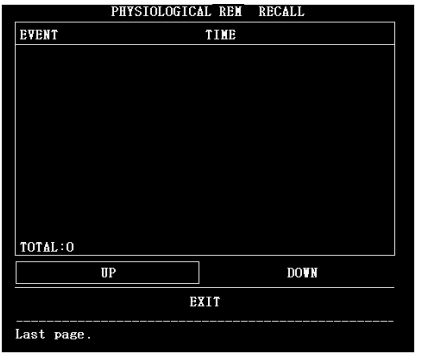

Figure 3.19 Rappel de notification physiologique
2) Tourner le bouton rotatif pour accéder au **Rappel de notification** physiologique. Il est possible de revoir la **Notification** physiologique de dépassement du rythme cardiaque fœtal sur le schéma illustré dans la **Figure 3.19**